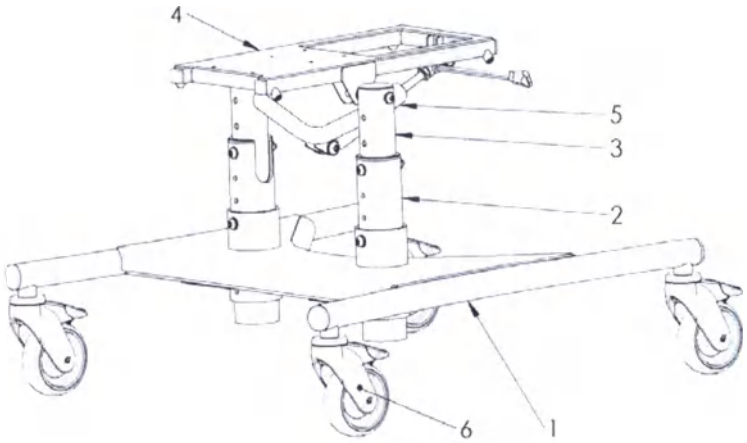

Рис. 5
Рама для коляски MayorSIT *Рис. 5* состоит из опорной рамы (1), оснащенной колесами (6) с блокировкой. Регулировка высоты платформы сиденья осуществляется путем использования установочных отверстий в колоннах (2) и соответствующих стоек платформы (3) и опорной раме (1). Чтобы отрегулировать угол наклона платформы (4) сиденья, используется газовая пружина (5).